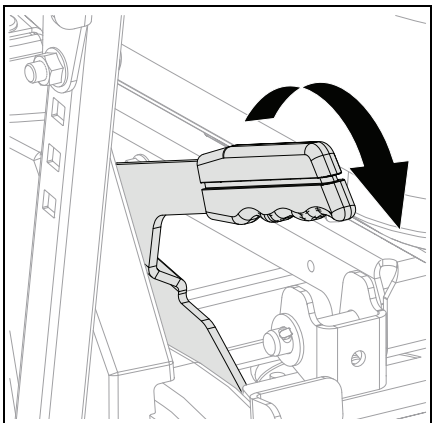

Figure 7
16. Release parking brake. See Figure 7.